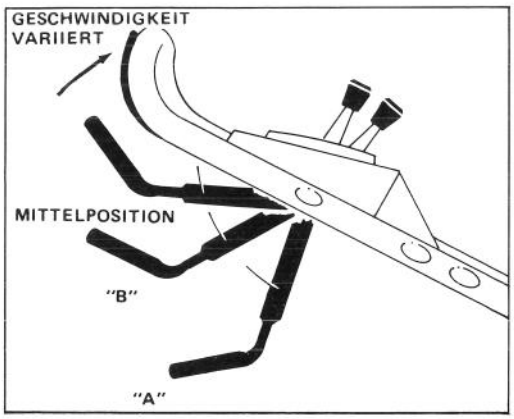

Bild 10
5. MESSER UND ANTRIEBSBEDIENUNG (Bild 10) – Antriebshebel auf "A" hinunterschieben und hochziehen, um Messer "B" einzurücken. Bodengeschwindigkeitshebel auf die gewünschte Einstellung stellen und Antriebshebel gegen Griff "C" drücken, um anzufahren. Die Bodengeschwindigkeit varriert entsprechend dem Zwischenraum zwischen Antriebshebel und Griff. Um den Fahrantrieb auszurücken, während das Messer aber eingerückt bleibt, den Antriebshebel nach und nach auf Mittelposition loslassen. Zum Selbstantrieb mit ausgerücktem Messer die für das Einrücken des Messers erforderliche Bewegung nach unter vermeiden und Antriebshebel gegen den Griff drücken.